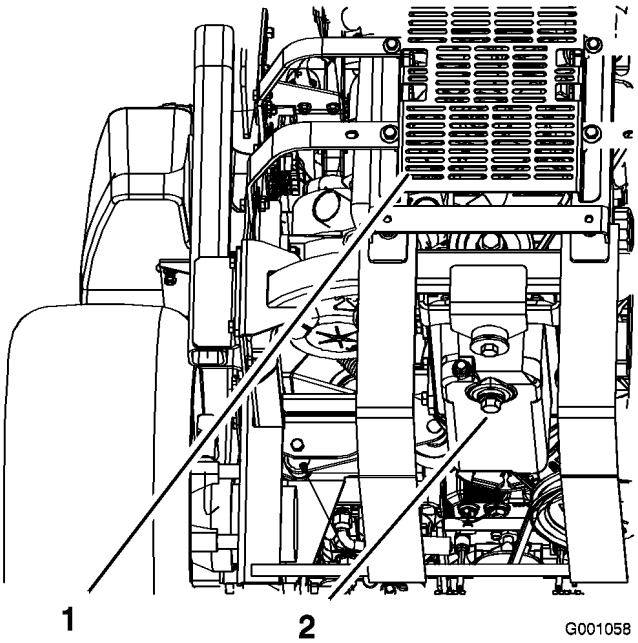

Figur 37
5. Ställ ett kärl under avtappningsröret. Ta bort avtappningspluggen och låt oljan tömmas ut helt (Figur 37).